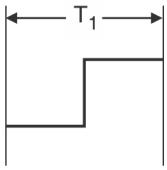

Fig. 3.13.8 : T-state
- An instruction's execution length is usually measured in a number of T-states. (Clock cycles). Fig. 3.13.8 shows a T-state.